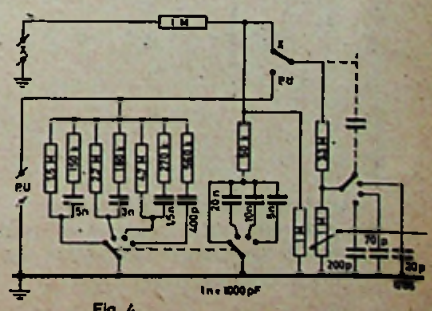

Fig. 4
Fig. 4 geeft daarvoor het schema. Een extra sectie van de lage-tonenschakelaar zorgt voor de regeling bij gebruik van de extra ingang (X). Daarbij wordt alleen opgehaald, wat in de praktijk het meest nodig is. Een schakelaar zorgt voor de keuze van de juiste ingang. De gevoeligheid van de extra ingang (X) is van de orde van 4 V voor vol vermogen.